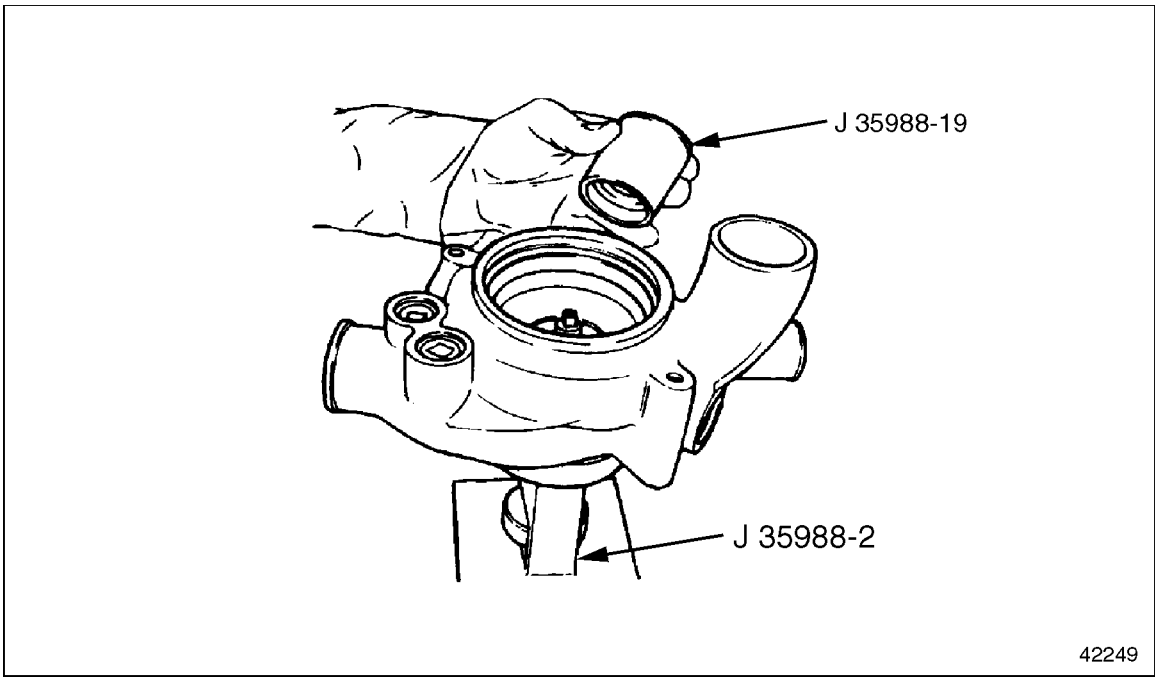

Figure 4-29 Water Seal Installation (GCM)
17. Position J 35988-19, part of tool set J 35988-D over the water seal. See Figure 4-29.